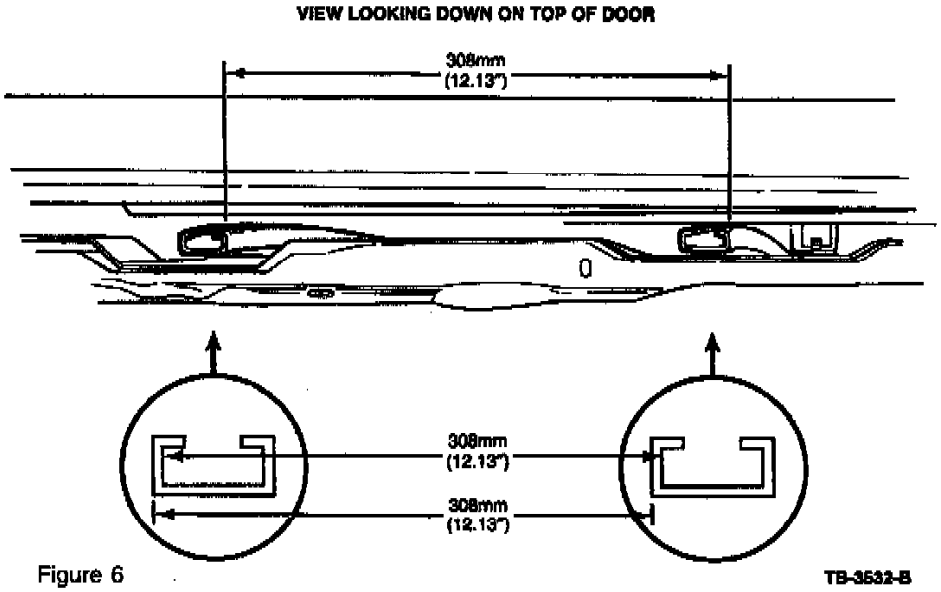

Figure 6 TB-3532-B
d. Check the door glass pitch adjustment by measuring from the front edge of the regulator channel to the front edge of the glass guide channel (Figure 6). The measurement should be 308 mm (12.13"). To correct, loosen the front glass guide and adjust.